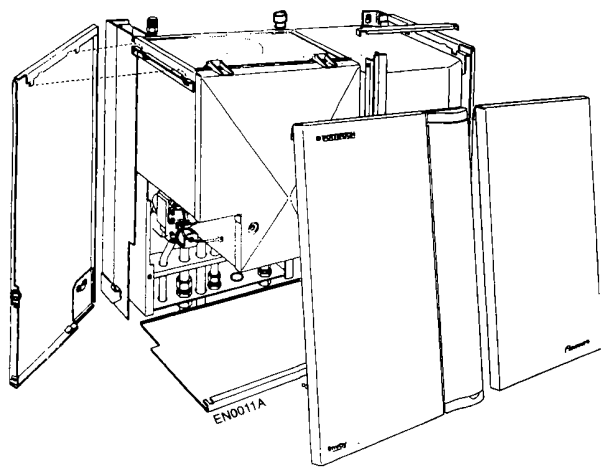

Fig. 14
3) Remove functional case door by undoing the two lower securing screws and lift door off the two upper hinge brackets. FIG. 14.